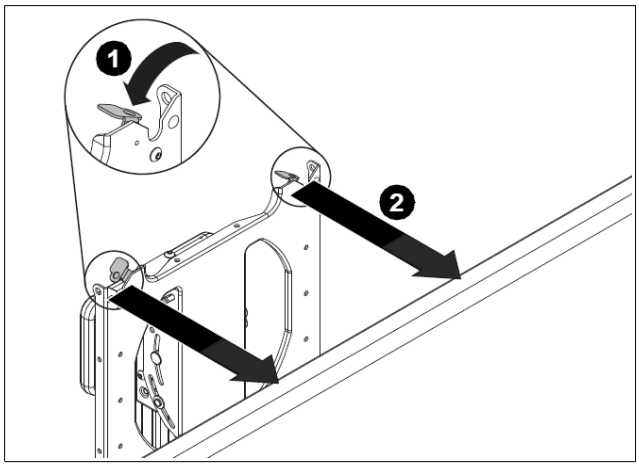

図 12
1.上部の 2 つの取り付け穴のフラグをロックが開放されている位置に回します。（図 12 参照）